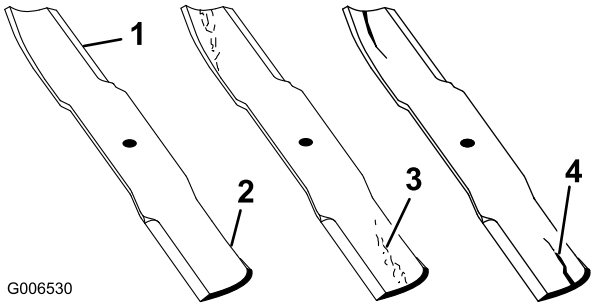

Figur 92
1. Efterse skærekanterne (Figur 92). Hvis kanterne ikke er skarpe, eller hvis de har hakker, skal skæreknivene afmonteres og slibes. Se Slibning af skæreknivene (side 61).
2. Efterse knivene, især det buede område (Figur 92). Hvis kniven er beskadiget eller slidt, eller hvis der er antydning af en revne i dette område (Figur 92), skal du straks montere en ny kniv.